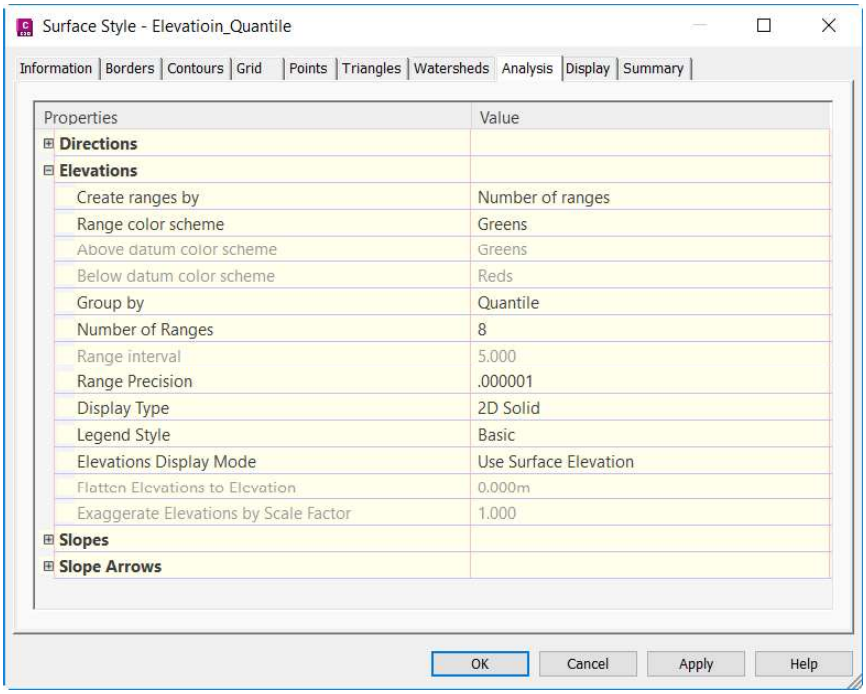

Figure 4-30 *Properties in the* ***Elevations*** *category of the* ***Analysis*** *tab*
7. Ensure that the values of the properties in the **Elevations** category match the values shown in Figure 4-30.